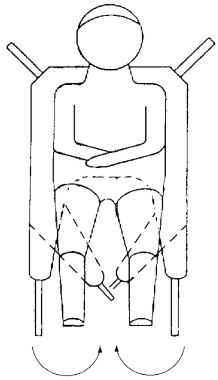

Abb. 4
- Dann die Gurtlaschen von außen nach innen unter die Oberschenkel legen; dazu können die Beine leicht angewinkelt werden (Abb. 4).